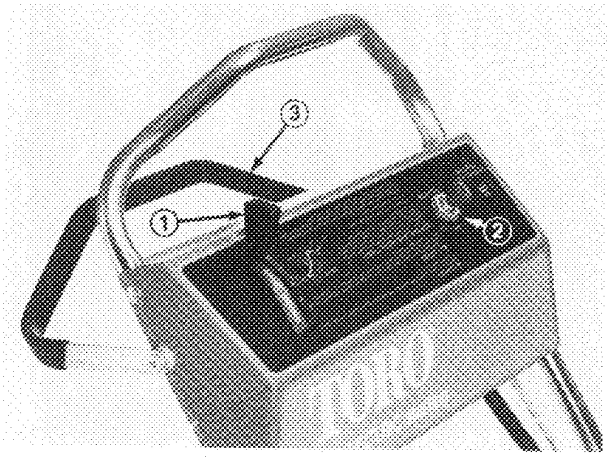

Figure 9
Ground Speed Control (Fig. 9) – The ground speed control has four positions: NEUTRAL (N), LOW (1), MEDIUM (2) and HIGH (3). Positioning lever in different speed settings changes ground speeds of mower. Press down on control and move control to desired speed selection.
Control Bar (Fig. 9) – The control bar has three positions: OFF, NEUTRAL-START, and DRIVE. Lift control bar to Neutral-Start position to start mower. With engine running and ground speed control in one of the ground speed selections, traction operation is accomplished by lifting the control bar to upper handle. Mower can be operated at variable speed in any gear by partially lifting control bar. Mower ground speed, dependent upon speed allowed by gear selection, will increase as control bar is lifted to upper handle. Mower traction operation is stopped when control bar is allowed to return to the Neutral-Start position. Mower engine will stop when control bar is released and allowed to return to the stop position.
Key Switch (Fig. 9) – The key switch is used to start the engine. Rotate key to START position and release key immediately when engine begins to run. DO NOT TURN KEY TO START POSITION WHILE ENGINE IS RUNNING because mechanical damage will likely result.